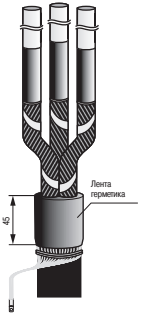

Рисунок 8
4.13 Произвести герметизацию экрана на оболочке кабеля, выполнив намотку из 2–3 витков ленты герметика на длине 45 мм от среза оболочки (рисунок 8).